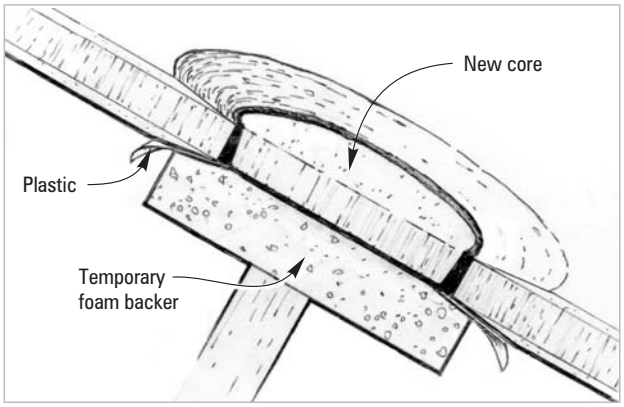

Figure 5-14 *Brace a temporary backing against the back of the hole to support the new core.*
2. Provide a temporary backing to support the core while bonding it in position and while laminating the new outer skin patch. Cut a piece of low-density insulating foam slightly larger than the hole opening. Bevel the edges of the foam so the face of the foam is flush with the inner skin/core bond line. Cover the foam with 4-6 mil plastic and brace it in position against the inner edge of the hole. If the foam is too stiff to conform to a curved panel shape when braced from the back, sand the foam to a shape that matches the panel curve *(Figure 5-14)*.